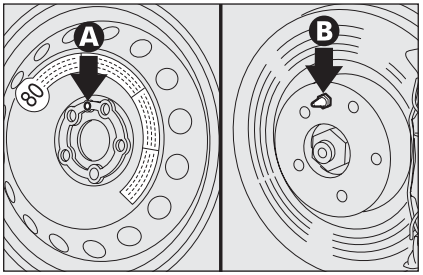

rys. 10
- ❒ zamontować dojazdowe koło zapasowe wkładając w jeden z otworów **A-rys. 10** odpowiedni sworzeń ustalający **B**;
- ❒ zamontować koło normalnie używane wkładając znajdujący się w piaście sworzeń **B-rys. 10** w jeden z otworów **A**;